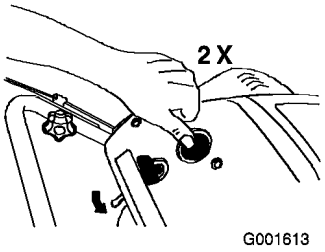

Figure 13
3. Appuyez fermement à 2 reprises sur l'amorceur avec le pouce en marquant une pause d'une seconde chaque fois (Figure 13).